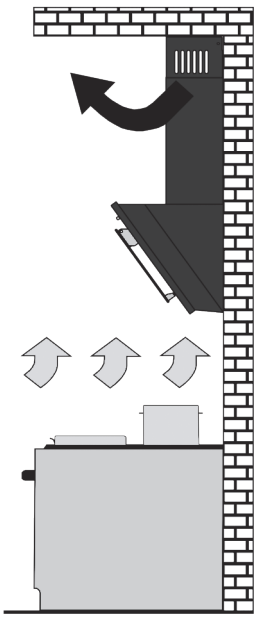

Fig. 2
☑ **recirculation (closed-loop kitchen air circulation)** when a cooker hood is not connected to a chimney; air passes through an aluminium grease filter **(supplied with the hood)** and a **optional** odor-absorbing carbon filter and, finally, returns to a kitchen **(Fig. 2).**
- ☑ **recirculation (closed-loop kitchen air circulation) (Fig. 2).**
☑ **в режиме рециркуляции (замкнутой круговой циркуляции воздуха на кухне)**, когда вытяжка не подключается к дымоходу, а воздух проходит через жироулавливающий алюминиевый **(в комплекте)** и запахопоглощающий угольный **(покупается отдельно)** фильтры и возвращается назад в кухню **(рис.2)**.